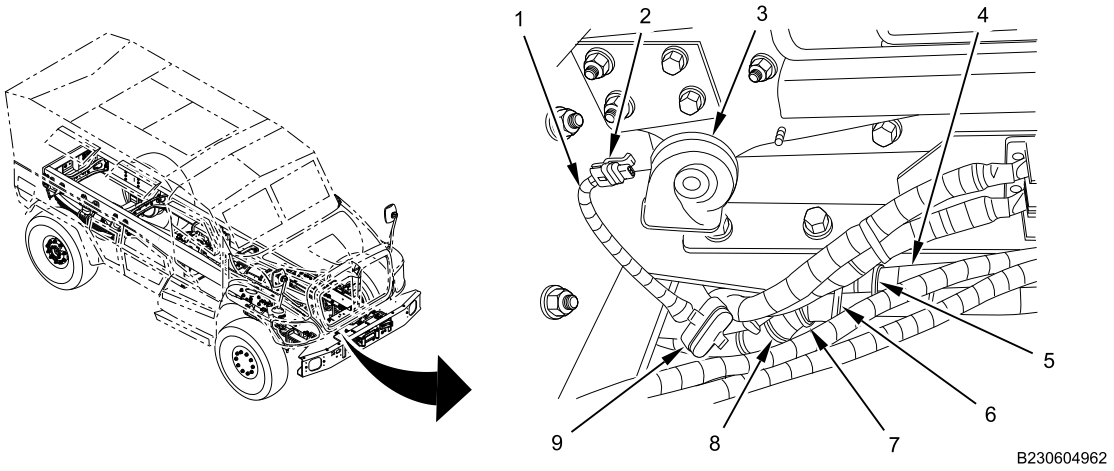

Figure 19. Right Horn.
9. Connect connector (Figure 19, Item 2) of harness (Figure 19, Item 1) to right horn (Figure 19, Item 3).
10. Position and install ground adapter #2 (Figure 19, Item 9) away from frame or components to prevent abrasion.
11. Install four new cable lock straps (Figure 19, Item 5, 6, 7 and 8) fastening forward chassis harness (Figure 19, Item 4) together.